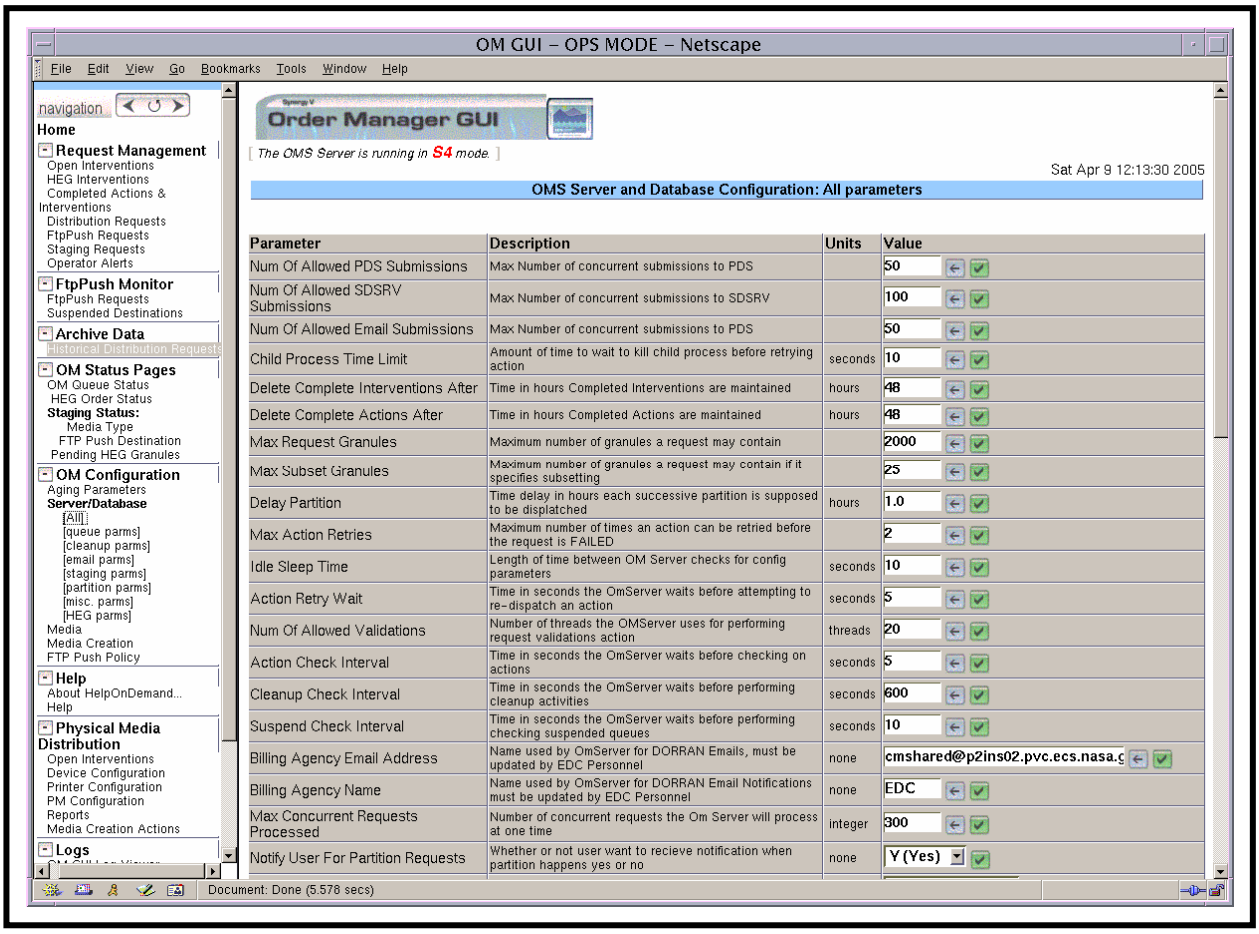

Figure 57. OMS Server and Database Configuration Page
The **OMS Server and Database Configuration** page (Figure 57) provides the full-capability operator with a means of checking and modifying OMS server or database parameter values.
2 If the **OMS Server and Database Configuration** page (Figure 57) is not already being displayed, click on one of the links under the **Server/Database** header in the navigation frame of the **OM GUI**.
- For example, if the **All** link is selected, the **OMS Server and Database Configuration** page (Figure 57) is displayed.